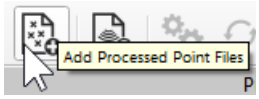

Figure 2a. *Add Processed Point Files button.*
- By selecting the "Add Processed Point Files" button in the main toolbar (see Figure 2a).